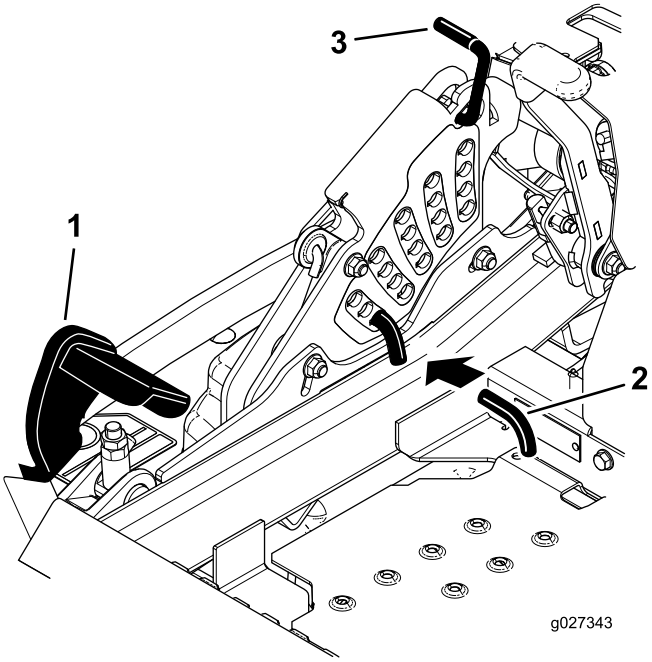

Figur 27
2. Tråkk på løftepedalen for klippeenheten for å heve denne til transportstillingen (samme som klippehøydestilling 140 mm). Se Figur 27.
3. Drei pinnen 90 grader ta den ut av klippehøydebraketten for å justere klippehøyden (Figur 27).
4. Velg det hullet i klippehøydebraketten som svarer til ønsket klippehøyde, og sett inn pinnen (Figur 27).